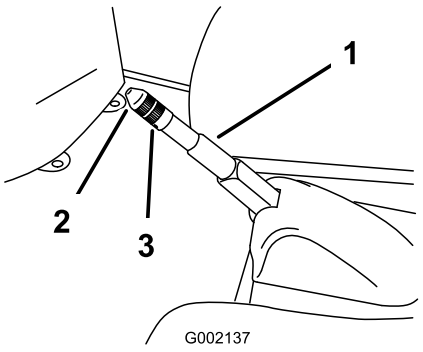

Figuur 45
2. Draai de stelschroef los waarmee de knop is bevestigd aan de parkeerremhendel (Figuur 45).